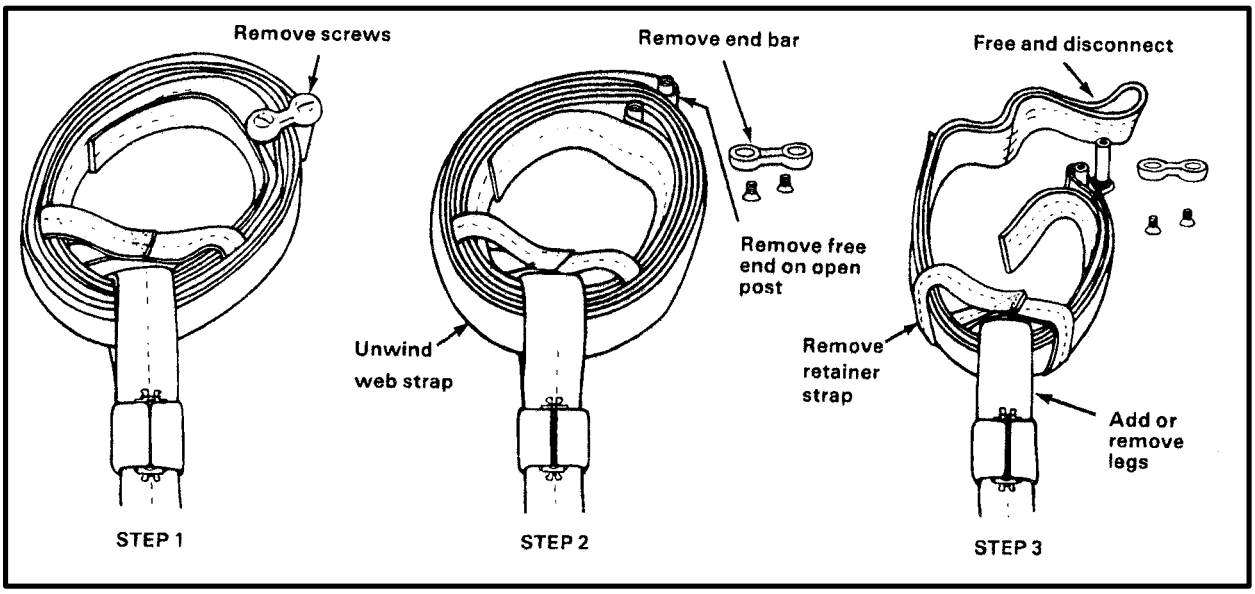

*Figure 6-22. Taking Apart the Ring*
**(1)** Remove the two screws and end bar from the web ring connector bar (Figure 6-22).